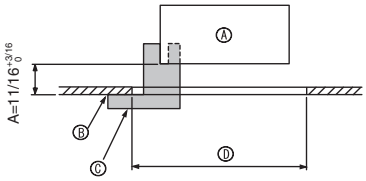

Fig. 9-2
①	Grille	1	950 × 950 (mm), 37-3/8 × 37-3/8 (pouces)
②	Vis avec rondelle captive	4	M5 × 0.8 × 25
③	Jauge	1	(Divided into four parts)
④	Attache	3
⑤	Vis	4	4 × 8
⑥	Vis	1	4 × 12
⑦	Télécommande câblée	1	pour PLP-42BAMD
9.2. Préparation avant d'attacher la grille (Fig. 9-2)
- A l'aide de la jauge ③ fournie avec ce kit, régler et vérifier la position de l'appareil par rapport au plafond. Si l'appareil n'est pas correctement positionné, il y aura des risques de fuites d'air et de la condensation pourrait s'accumuler.